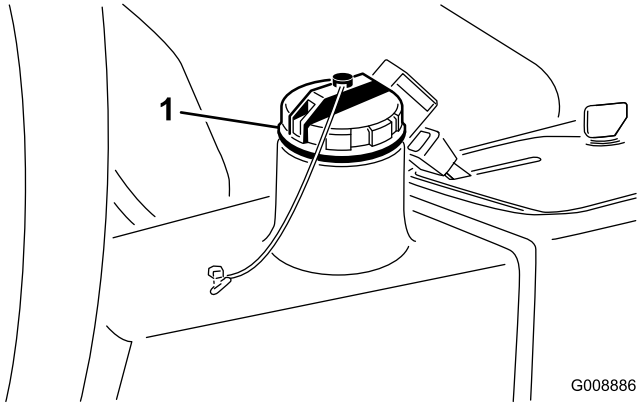

Figur 77
4. Fyll beholderen (Figur 77) med omtrent 13,2 liter hydraulisk olje. Se Kontrollere det hydrauliske systemet (side 29).